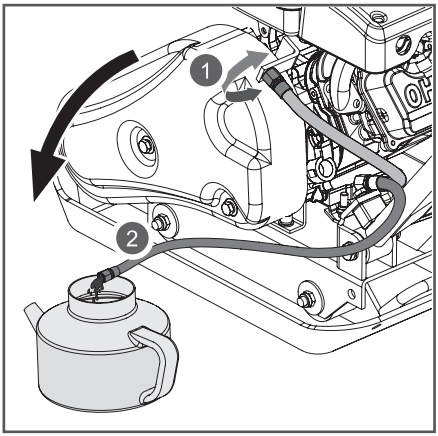

Рис. 19 Замена масла в двигателе
(1) Техническое обслуживание должно осуществляться более часто, при работе в пыльных условиях.
(2) Данный вид работ необходимо выполнять в авторизованном сервисном центре.
5. Открутите соединительную гайку шланга для слива масла от кронштейна крепления и слейте отработанное моторное масло через шланг в подготовленную для этого емкость (Рис. 19).